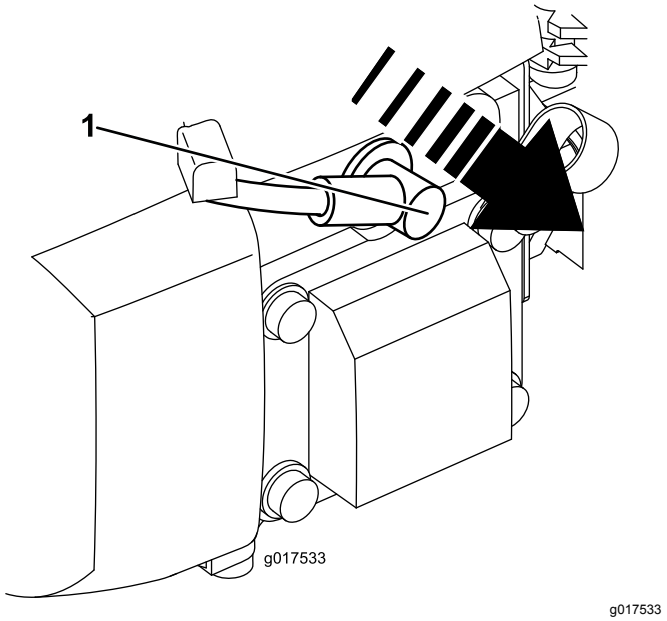

Figur 17
2. Kobl tændrørskablet fra tændrøret (Figur 17), før du udfører nogen form for vedligeholdelsesarbejde.